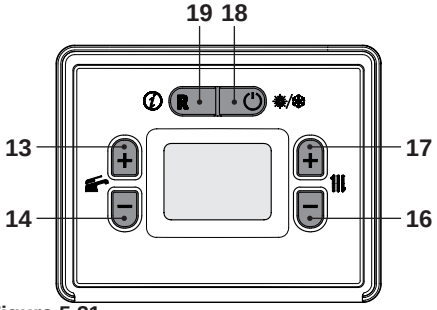
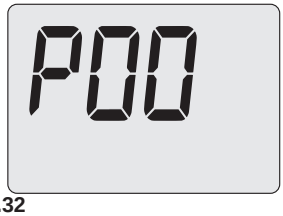
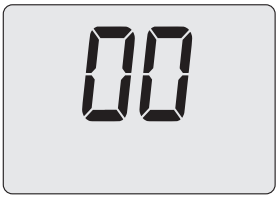
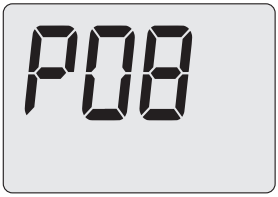

Figura 5.31
Figura 5.32
Figura 5.34
Figura 5.35
- Entrare in "modalità programmazione" premendo contemporaneamente per 5 secondi i tasti 18 e 19 (Figura 5.31). Sul display LCD appare il codice **P00**, indicante l'entrata nel "parametro P00" (Figura 5.32).
- Premendo il tasto 17 (Figura 5.31) sul display LCD appare il valore del parametro P07 (Figura 5.34).
- Utilizzando i tasti 16 o 17 (Figura 5.31) è possibile modificare il valore del parametro P07:
- Premendo il tasto 13 o 14 (Figura 5.31) si ottiene la conferma del valore inserito e si ritorna alla lista parametri Figura 5.33.
- Premendo il tasto 18 (Figura 5.31) si esce dalla "modalità programmazione".
- Premere il tasto 14 fino a far apparire sul display LCD codice **P08**, indicante l'entrata nel "parametro P08" (Figura 5.35).
- Premendo il tasto 13 o 14 (Figura 5.31) si ottiene la conferma del valore inserito e si ritorna alla lista parametri (Figura 5.35).
Comunque se la temperatura ambiente non dovesse essere confortevole si può aumentare o diminuire la temperatura di mandata dell'impianto riscaldamento di ± 5°C agendo sui tasti 16 (diminuzione) e 17 (aumento) (Figura 5.31).